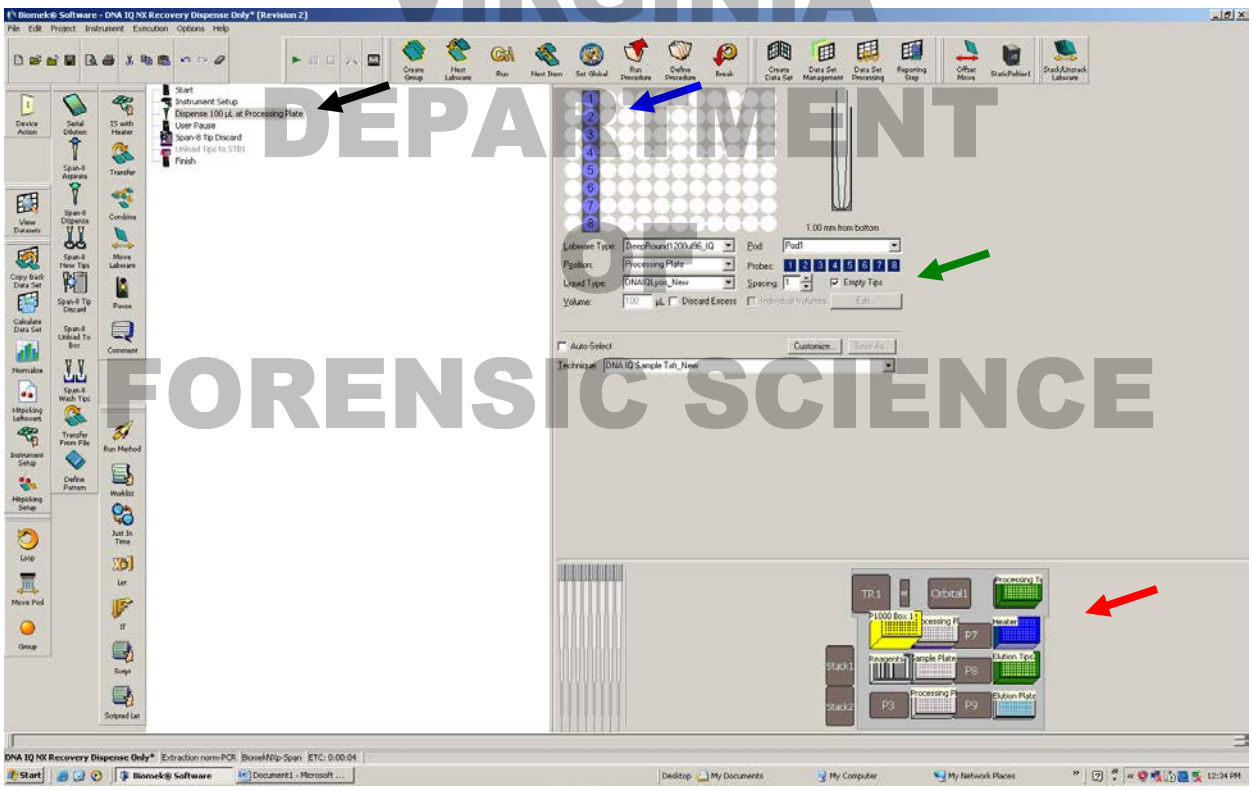

Figure 2. Shows where to designate the location, labware, and volume for the dispense step.
1.1.3.1 Click on the “Dispense” line of the method (shown in Figure 2, black arrow).
1.1.3.2 Select the labware that the liquid is going to be dispensed into by clicking on it on the deck layout (shown in Figure 2, red arrow). Verify that the labware type and position are correct.
1.1.3.3 Check to make sure the “Empty Tips” box is checked (shown in Figure 2, green arrow) to dispense all of the liquid in the tips.
1.1.3.4 Designate the wells where the liquid will be dispensed by selecting them on the plate diagram (shown in Figure 2, blue arrow).